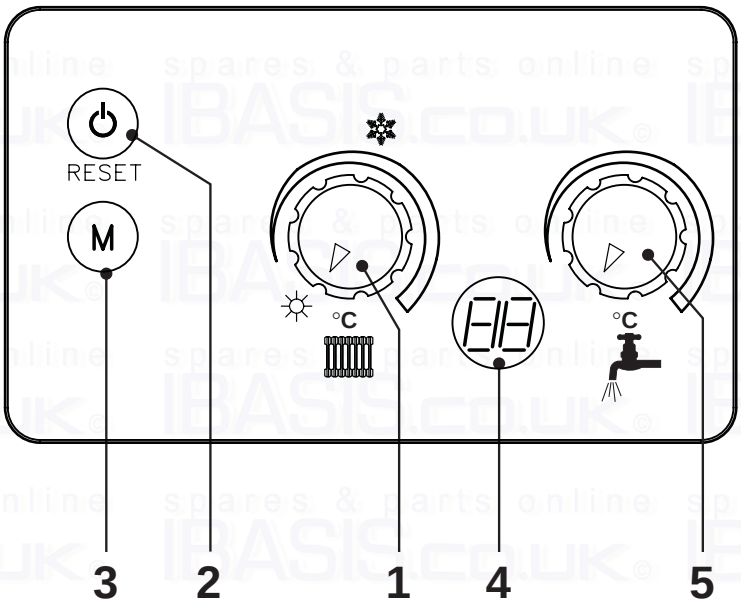

fig. 1
- Press the key to turn the appliance on (fig 1 item 2)
Press the key for 5 seconds (see fig. 1).
To set the system flow temperature, use the C.H control knob (ref. 1 - fig. 1). It can be varied from a minimum of 20°C to a maximum of 90°C.
To select Summer/Winter, use knob 1 (fig. 1).
The boiler is equipped with an advanced self-diagnosis system. Should a fault occur with the boiler, the display will show the fault code. There are some faults that in order to restore operation it requires you to press RESET ⏻ (2 - fig. 1); if the boiler fails to start, it may be necessary to rectify the fault indicated by the operating LEDs (faults from 1 to 26); other faults cause temporary shutdown that are automatically reset as soon as the value comes back within the boiler's normal working range (faults from 30 to 47).